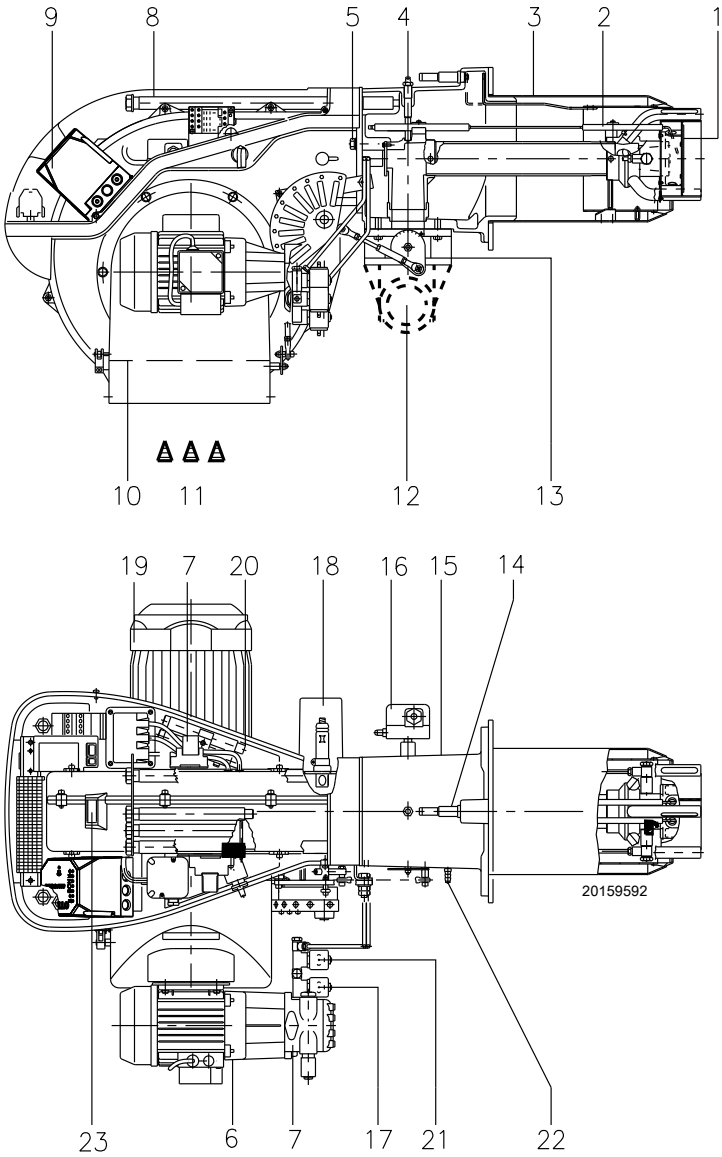

图 5
(1) 参考条件：环境温度 20°C - 燃气温度 15°C - 大气压力 1013 mbar - 海拔 0 m a.s.l.
(2) 测试点 5）（图 5 第 11 页）处的燃气压力，此时炉膛压力为 0 并且燃烧器处于最大出力运行状态。
(3) 噪音测试在制造商燃烧实验室内进行，燃烧器在测试锅炉上以最大出力运行。声功率以符合 EN 15036 标准要求的“自由场”法测得，并符合 EN ISO 3746 标准要求的“准确：类别 3”的测量精确度。
➤ **控制器锁定：**如果控制器 9) (图 5) 按钮指示灯亮起，则燃烧器锁定。